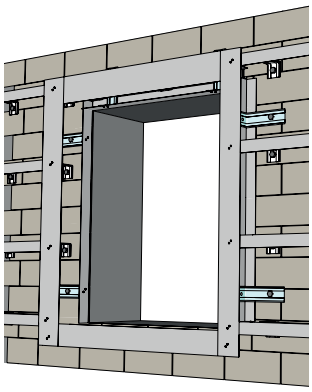
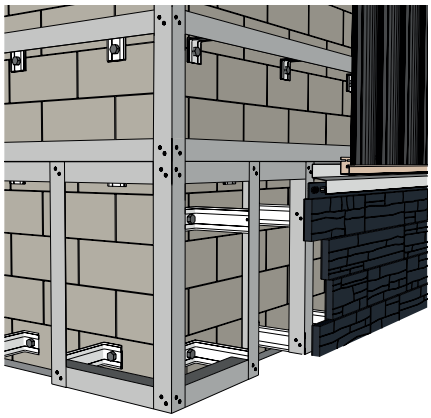
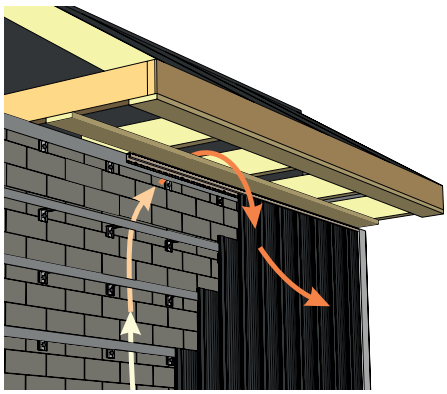

Рисунок 18.
Рисунок 19.
Рисунок 20.
9.9 Для металлической и деревянной обрешетки, вокруг оконных, дверных и прочих проемов (рис.18), между цокольной и фасадной частью (рис.19), между этажами, под кровельным свесом (рис. 20) обрешетка устанавливается сплошной и широкой (100-150 мм) для возможности крепления в нее доборных элементов и фасадного материала.